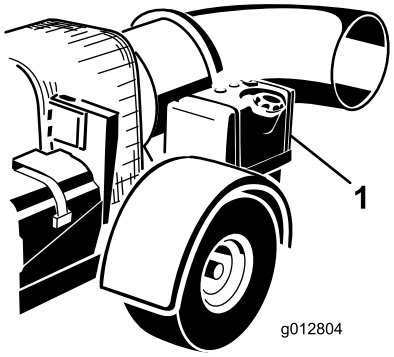

**Figuur 11**
2. Reinig de omgeving van de dop van de hydraulische tank en verwijder de dop (Figuur 11).